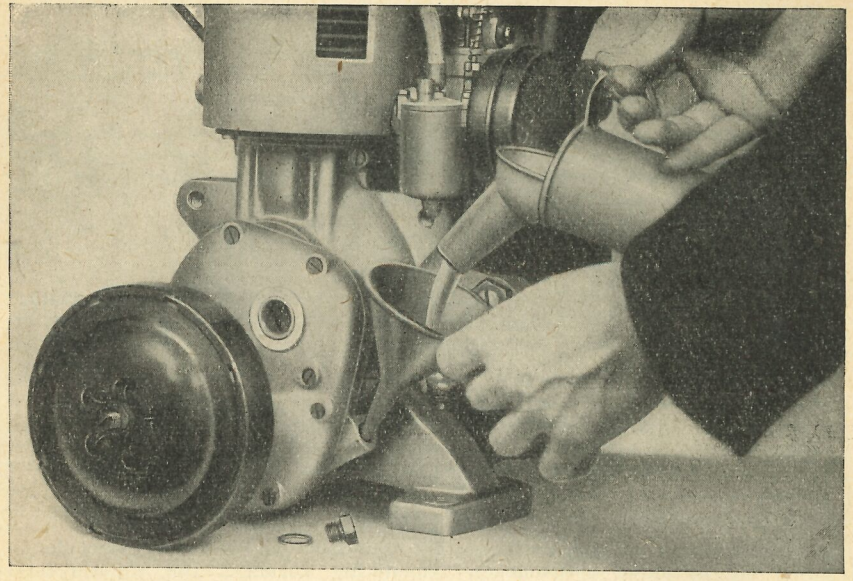

Bild 31
7. Untersetzungsgetriebe (Bild 31)